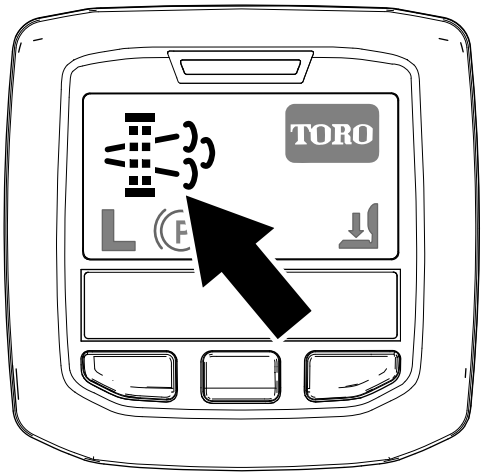

Figuur 38
- Het pictogram verzoek geparkeerde regeneratie verschijnt op het InfoCenter (Figuur 38).